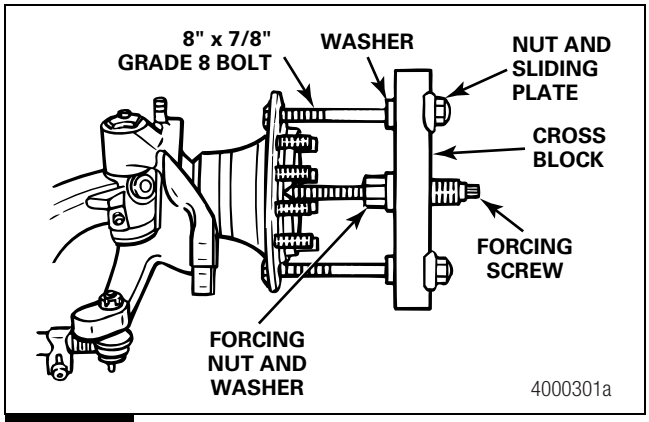

Figure 4.6
C. Use a wrench to gradually tighten the forcing nut and washer against the cross block to separate the unitized wheel end from the knuckle spindle. Figure 4.6.